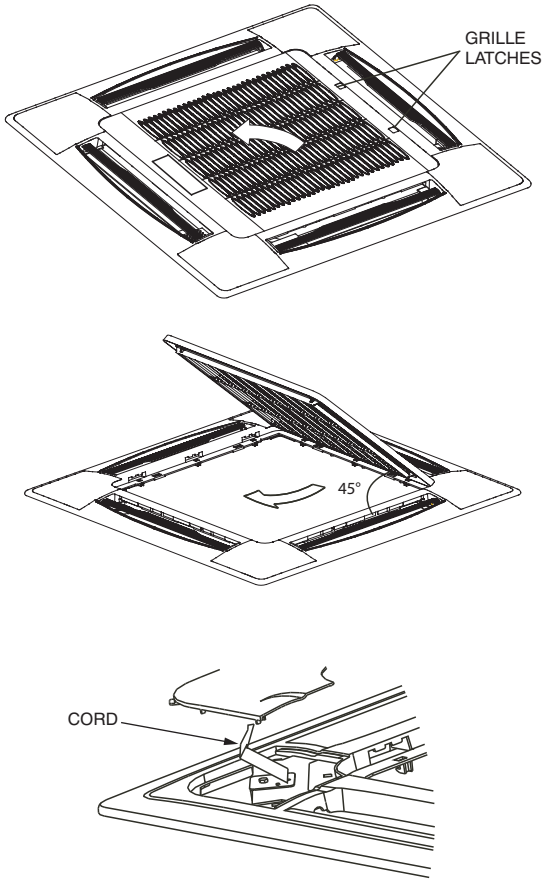

Fig. 9 —Removing Grille from Panel
3. Unscrew the bolts on the 4 corners of the cover panel. Remove the cover by loosening the cord. See Fig. 9.